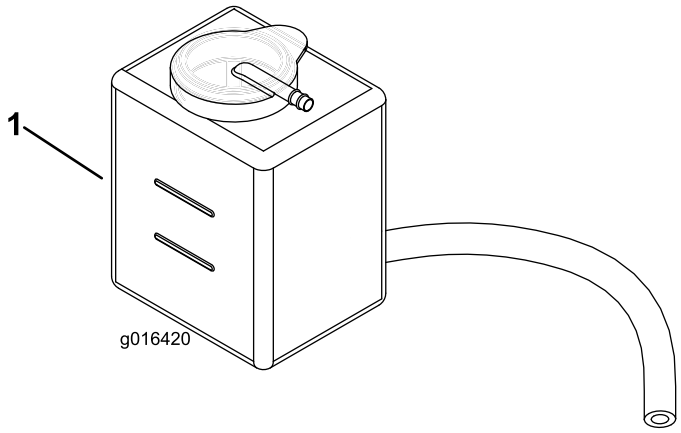

**Figur 25**
2. Kontrollera kylvätskenivån (Figur 25). Den ska ligga mellan de två strecken på reservtanken när motorn är kall.